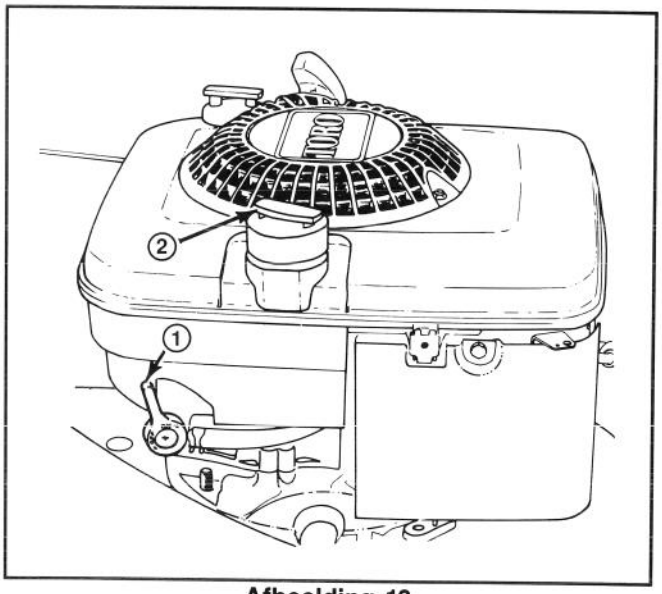

**Afbeelding 18**
**2.** Draai de brandstofklep op UIT (Afb. 18).
**3.** Verwijder de dop van de benzinetank (Afb. 18) en gebruik een pomphevel om de brandstof naar een schoon benzineblik over te hevelen.